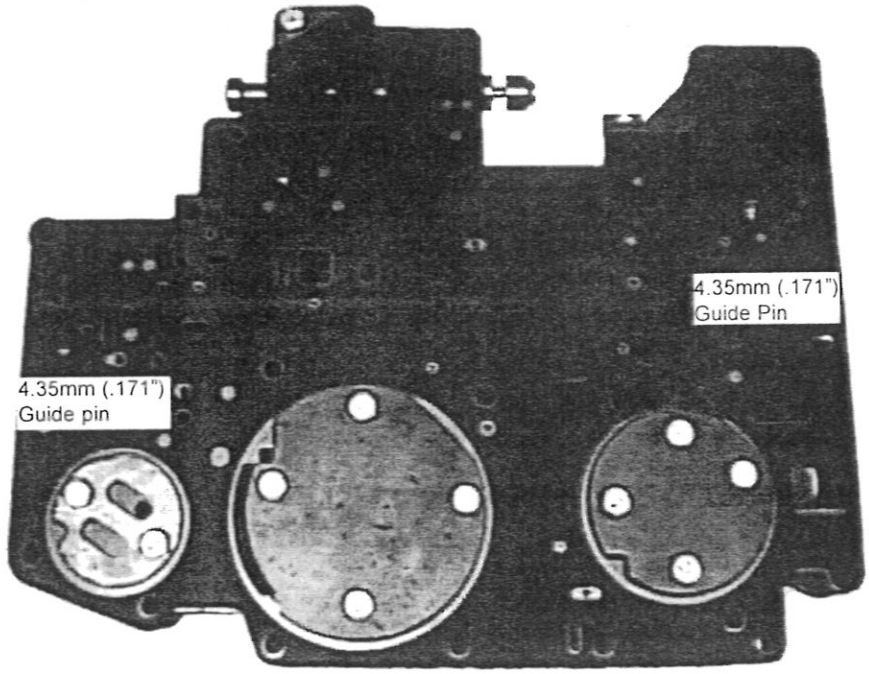
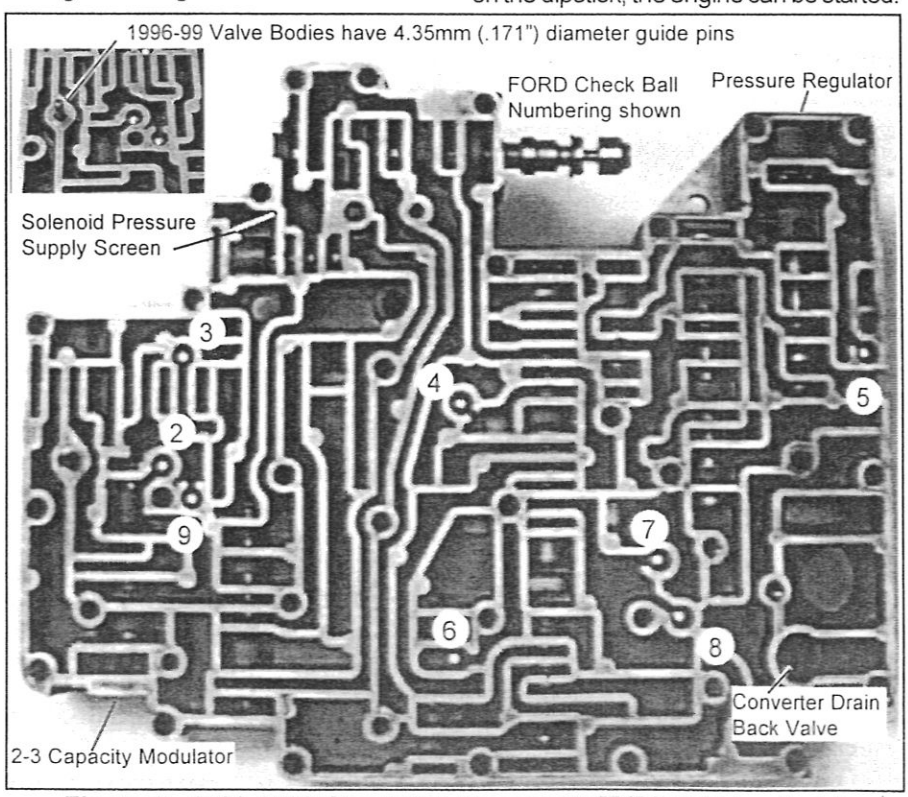

Figure 3. '96-'99 (**TYPE B**) Valve Body & Cover Plates
Figure 9. 1996-1999 Check Ball Placement (**TYPE B** Valve Body)
Step 4. Remove the 25, 8mm hex head bolts holding the valve body, Detent Spring and EPC Solenoid Bracket (**See Fig. 2**) leaving one bolt in center of valve body until last. Do not remove the valve body reinforcement plate bolts. Holding the valve body up to the case, slowly remove the remaining bolt and lower the valve body from case. Place the valve body on a clean surface with the separator plate side facing up. Make a note of the orientation of the three round reinforcement plates (**See Fig. 3**). Remove the eleven (11) 8mm hex head bolts holding the three (3) round reinforcing plates and separator plate to the valve body. Carefully lift the separator plate and gaskets off the valve body. Remove Check Balls, Solenoid Pressure Supply Screen and Converter Drain Back Valve (**See Fig. 9**). Remove all of the old separator plate gasket material from the case, valve body and separator plate surfaces. Rinse parts with solvent.
Step 12. Install all 8 Check Balls, Solenoid Pressure Supply Screen and Converter Drain Back Valve into valve body (**See Fig. 9**). Make sure the two (2) guide pin bolts are installed in the valve body. Next, place the separator plate with gaskets on the valve body and install the three (3) circular reinforcement plates and eleven (11) 8mm hex head bolts. Torque the bolts to 9-11 Nm (80-100 lb*in).